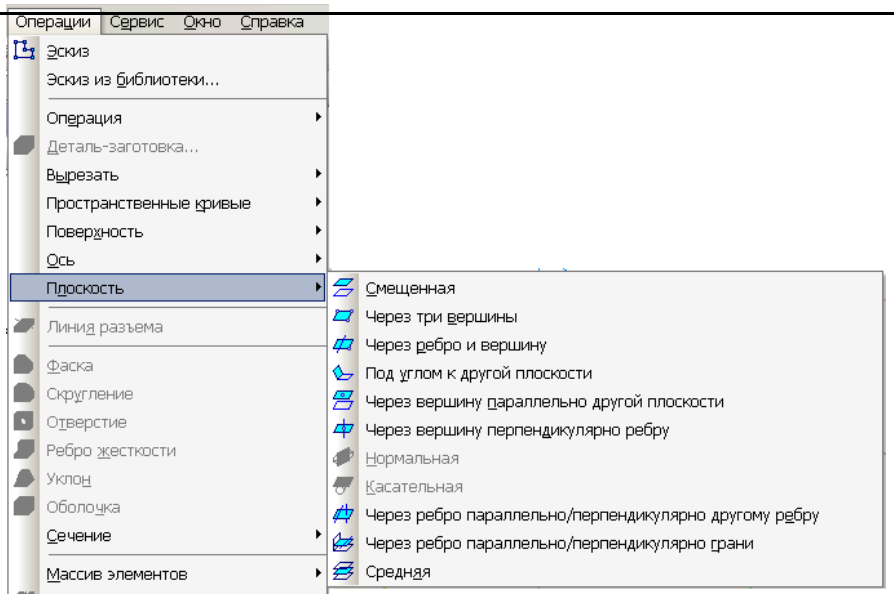

Рис. 5.2. Меню выбора команды **Плоскость⇒Смещенная**.
1.10. Выберите в строке меню команду **Операции⇒Плоскость⇒Смещенная** (рис. 5.2).